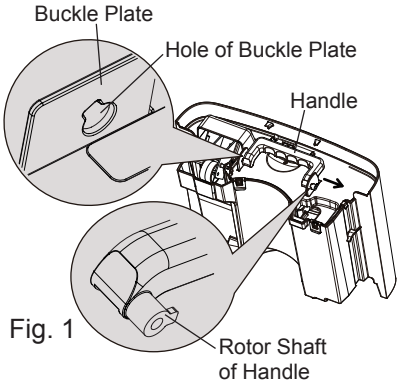

Fig. 1
(1) Direct the rotor shaft of handle to the hole of buckle plate. Pull the bucket plate at the handle side by following the arrow direction. Remove the handle. (shown in Fig.1)